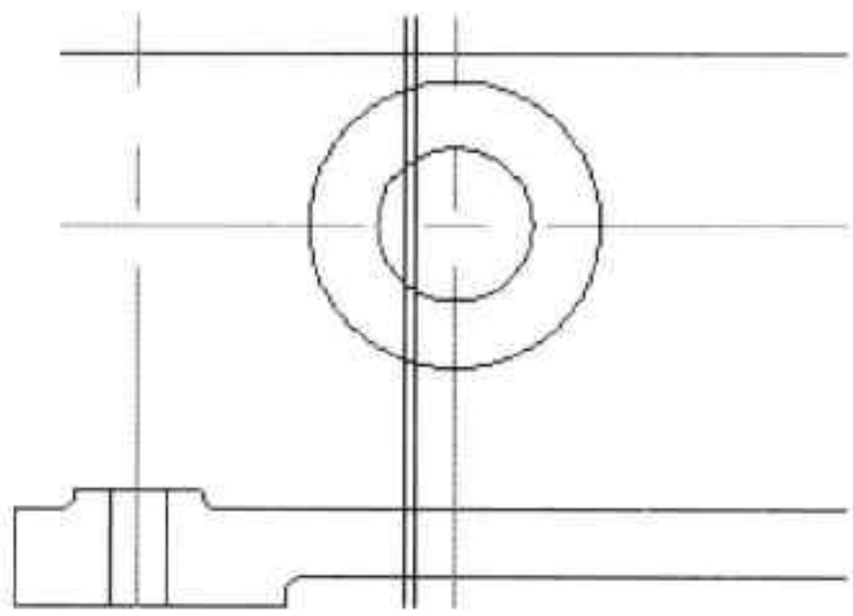

图21-73 绘制同心圆
Step 32 执行“圆”命令，以两条中心线的交点为圆心，绘制直径分别为 16 和 30 的两个圆，如图 21-73 所示。